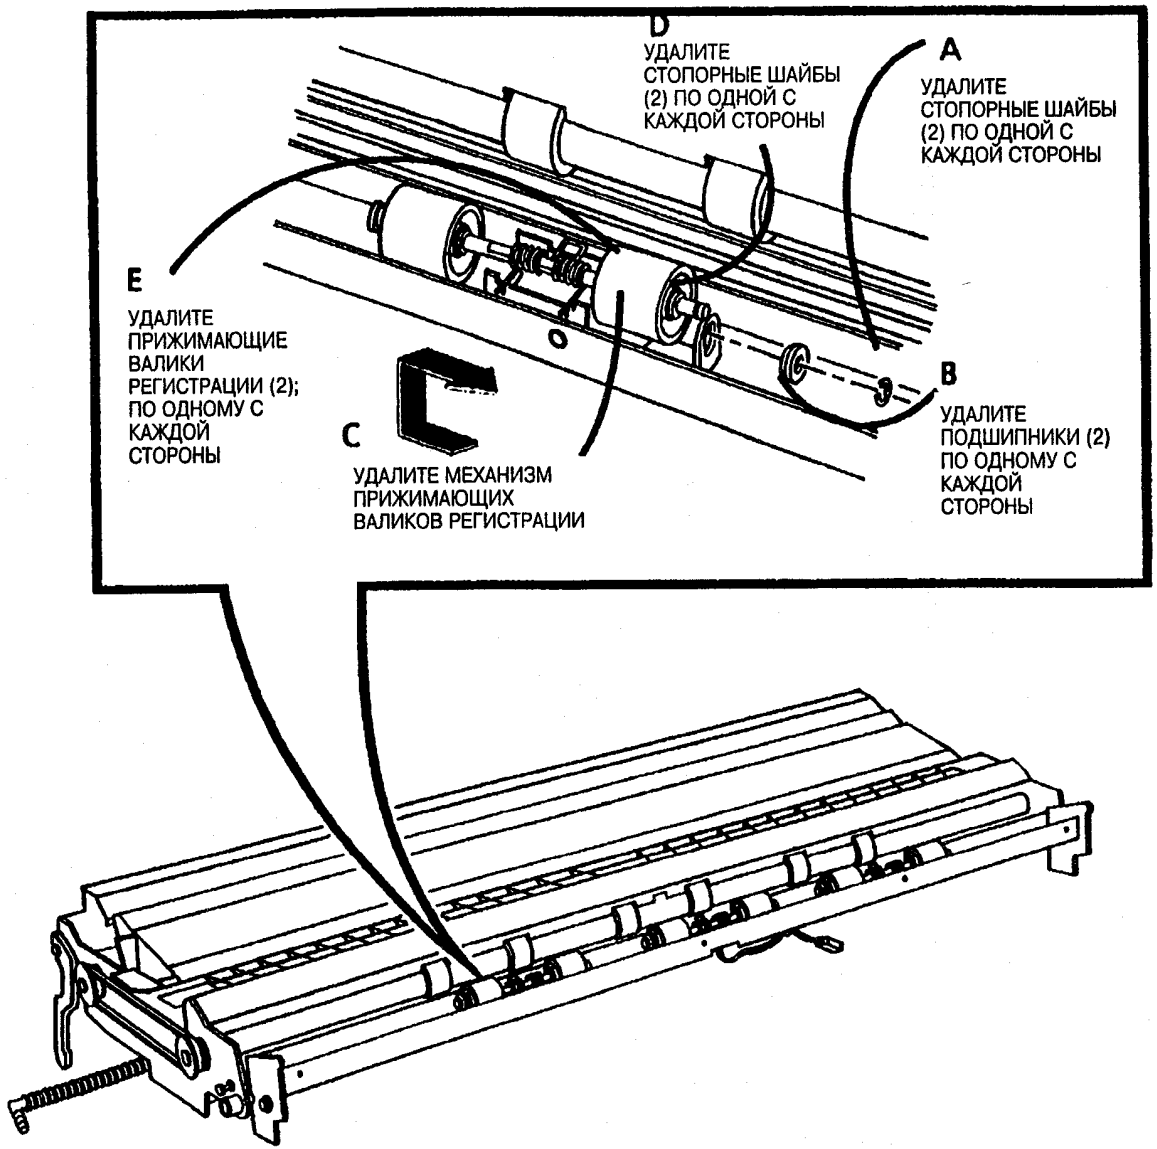

Рис. 2. Приготовтесь к удалению прижимающих валиков регистрации
6. (Рис. 2): Удалите прижимающие валики регистрации.